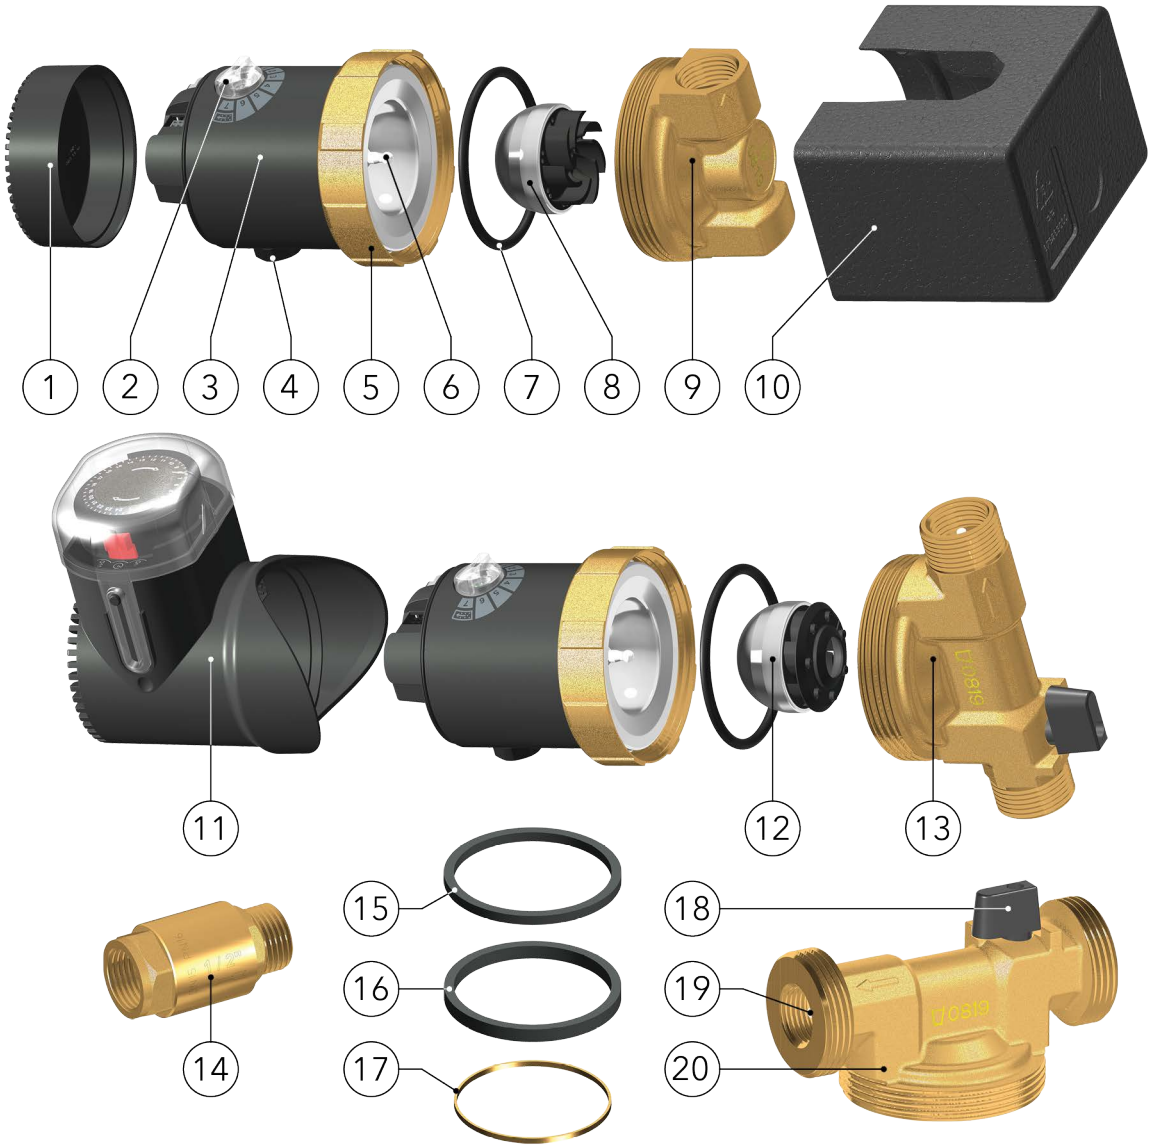

Figure 3
- Lors de l'utilisation de modèles de pompes avec le carter de pompe code 65B (élément **9** de la **Figure 3**), utiliser le clapet antiretour G1/2 (élément **14** de la **Figure 3**) fourni. Cela empêche l'eau de revenir vers la pompe lorsqu'un robinet est ouvert, entraînant des dommages.
- Les pompes avec le carter de pompe code 110MB (élément **13** de la **Figure 3**) et code 110LB (élément **20** de la **Figure 3**) contiennent déjà un clapet antiretour intégré (élément **19** de la **Figure 3**) et une vanne d'arrêt à bille (élément **18** de la **Figure 3**) dans le carter de la pompe. (Le clapet antiretour s'ouvre et se ferme automatiquement ; la vanne d'arrêt à bille est fermée lorsque sa poignée est perpendiculaire à la direction du tuyau).
- Avec la vanne d'arrêt fermée du côté aspiration de la pompe et avec le clapet antiretour installé du côté refoulement, l'écrou de raccordement (élément **5** de la **Figure 3**) peut être desserré, ainsi le moteur de la pompe peut être tourné dans la position adéquate, ou même déposé pour l'entretien sans vidanger complètement le système.